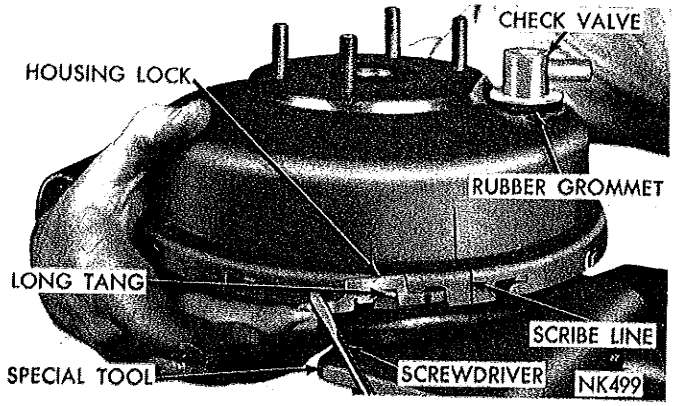
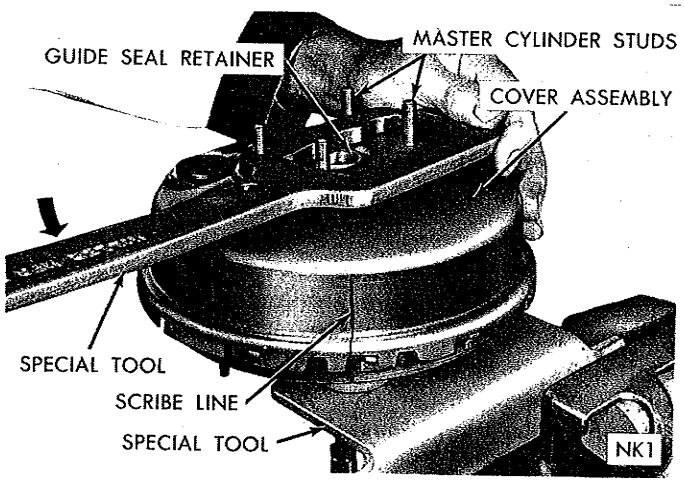

***Fig. 5—Removing the Housing Lock***
***Fig. 6—Removing or Installing the Cover***
(4) Install fixture in a vise, then **inscribe a line on both housing and cover.** (To be used at reassembly.)
(5) Pry out housing lock, using a screwdriver (Fig. 5). The lock location is on one of two long tangs on housing. **Do not bend lock at removal, as it must be reinstalled at assembly.**
(6) Remove check valve from cover, by prying out of rubber grommet.
(7) Place Tool C-3281 over master cylinder mounting studs (Fig. 6).
(3) Install check valve in a well lubricated grommet in cover. Refer to (Fig. 5).
(4) Reinstall engine lifting bracket Tool C-3804 and clamp in a vise.